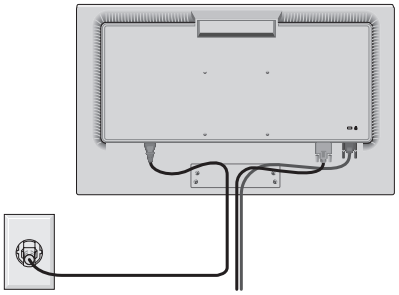

Figura R.3
4. Collegare il cavo di alimentazione AC ed il cavo segnali al retro del monitor (**Figura R.3**).